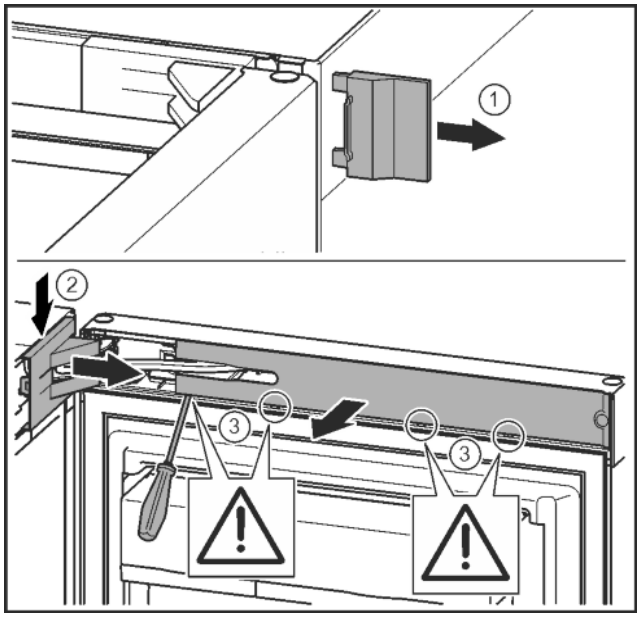

Fig. 7
▶ Снять внешнюю крышку. *Fig. 7 (1)*
▶ При помощи отвертки освободить крышку опорного кронштейна и отсоединить. Снять крышку опорного кронштейна. *Fig. 7 (2)*
▶ Шлицевой отверткой вывести накладку из зацепления и отвести в сторону. *Fig. 7 (3)*